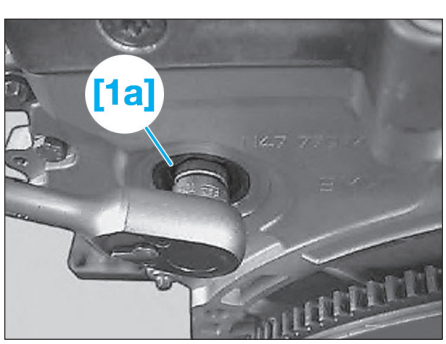

Fig. 62
• Déposer la vis entre la pompe haute pression et le pignon de chaîne comme illustré **(Fig.62)**.